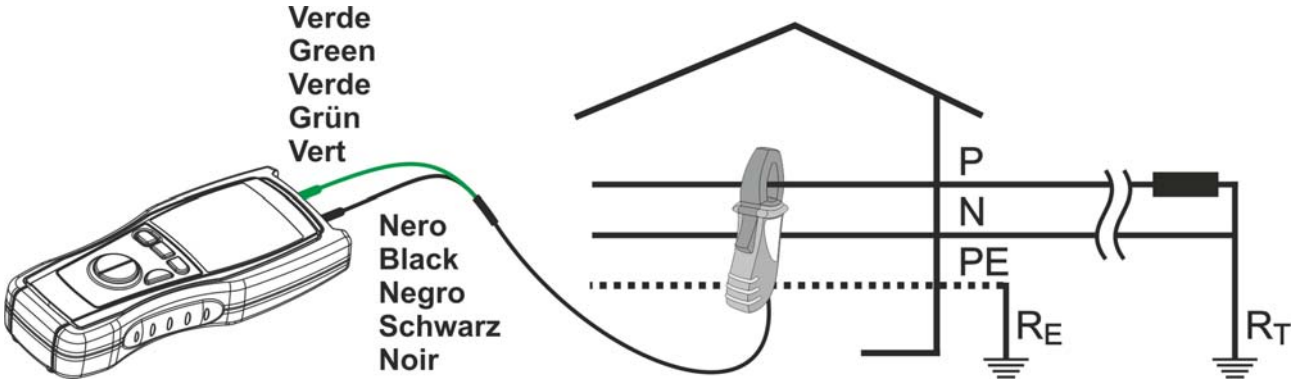

Fig. 4: Connection of the instrument's terminals during A≂ Hz test
5. Open the jaws and insert the cable in the very middle as shown in Fig. 4. Current and frequency values will be displayed